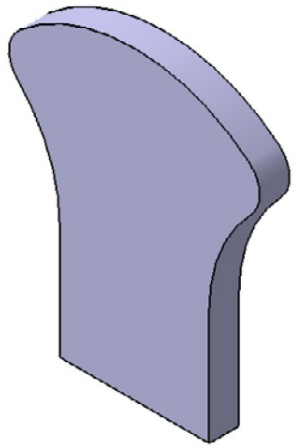

Figure 5-49 *Base feature of the model*
5. Set **5** in the **Length** spinner and choose the **OK** button from the dialog box; the base feature is created, as shown in Figure 5-49.